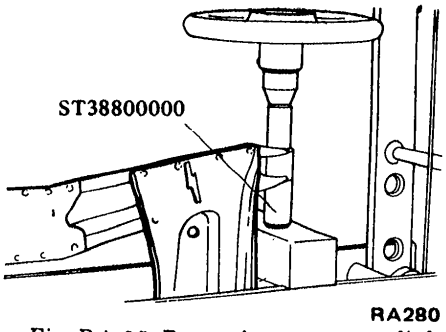

Fig. RA-35 Removing transverse link outer bushing
11. Remove outer bushing from transverse link with Rear Transverse Link Bushing Replacer ST38800000. See Figure RA-35.